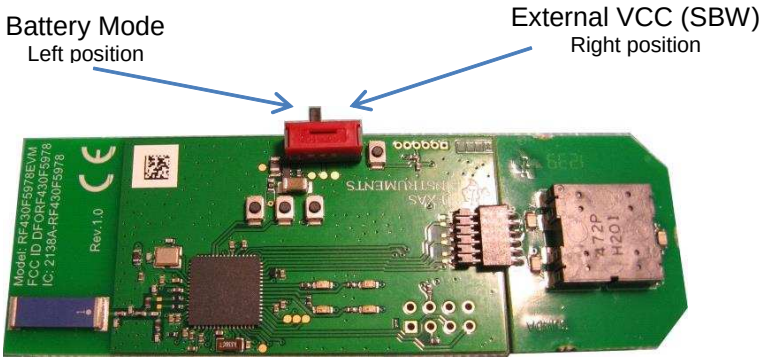

Figure 7. RF430F5978EVM Power Switch
5. Set the power switch on the RF430F5978EVM module to the battery mode (left position) (see Figure 7).